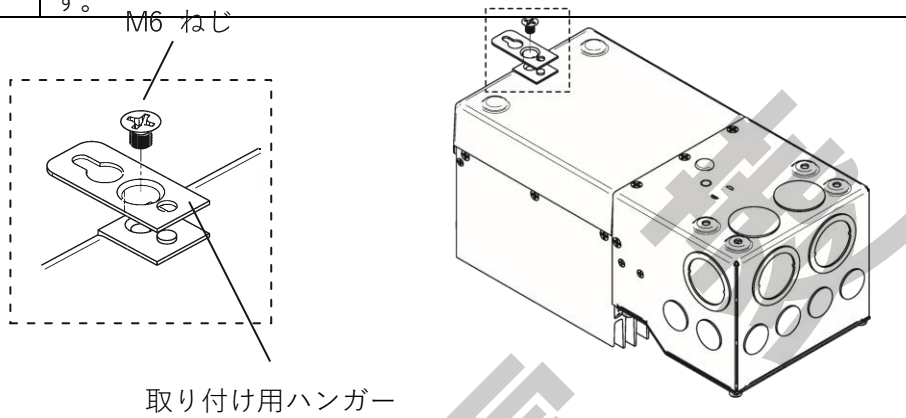

図 3.2 取り付けハンガーの取り付け
1. 付属の取り付けハンガーを図 3.2 に示されたように M6 ねじを使って TriStar MPPT 150V 本体底部に取り付けます。